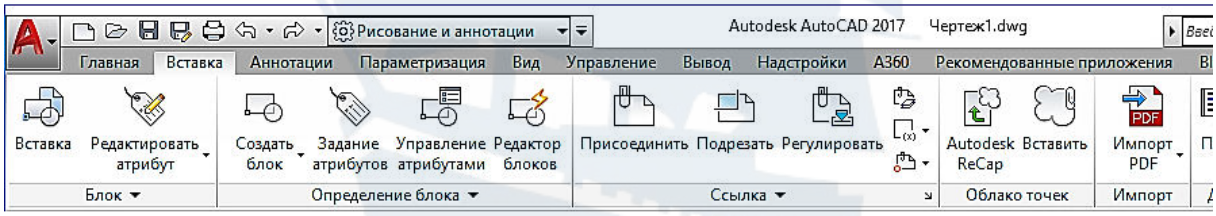

Рис. 17
– Вкладка **Вставка** – содержит весь набор возможностей по работе с блоками и их атрибутами (рис. 17).